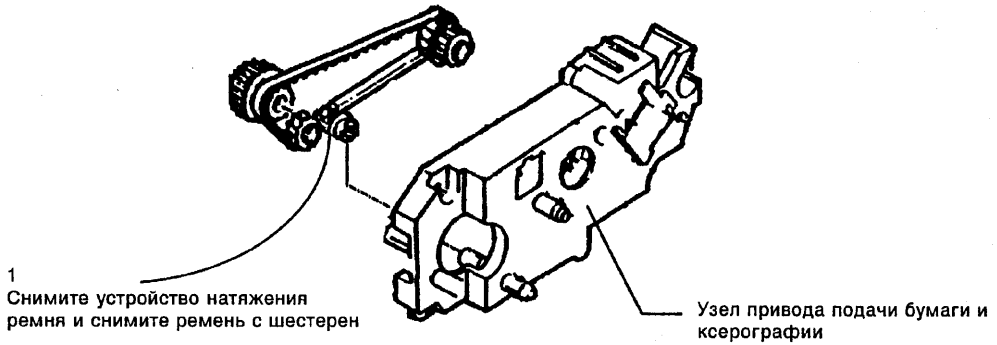

Рисунок 1. Снятие ремня привода подачи бумаги.
2. (рис. 1) Снимите ремень привода подачи бумаги.